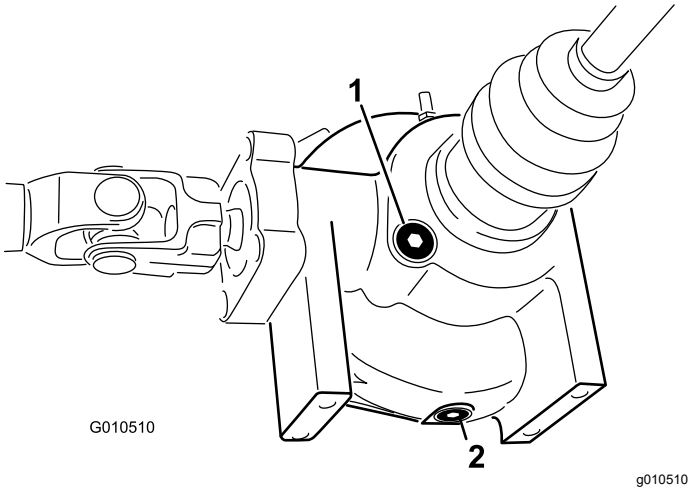

Figuur 43
4. Reinig de omgeving van de vul-/controleplug op de zijkant van het differentieel (Figuur 43).
4. Reinig de omgeving van de aftapplug op de zijkant van het differentieel (Figuur 43).